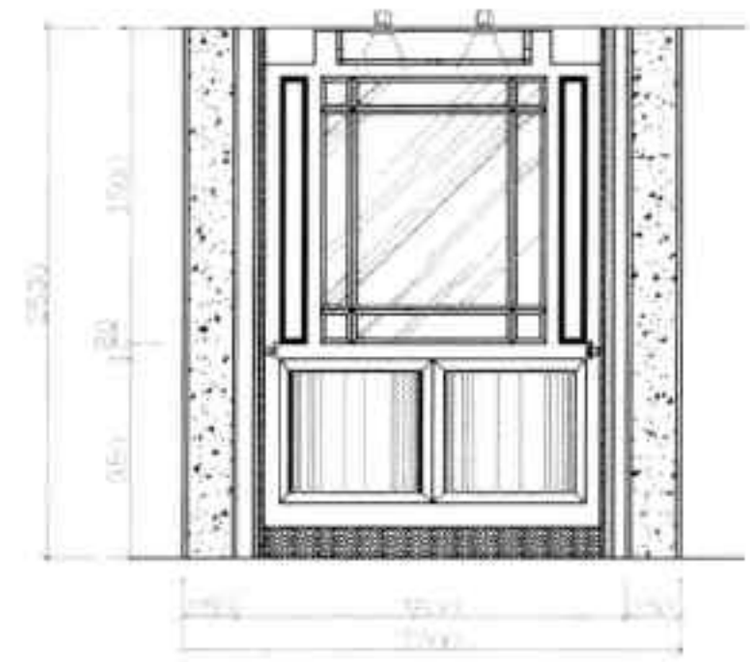

图9-88 完成剩余尺寸标注
Step12 执行“线性”和“连续”命令，捕捉电梯其他测量端点，完成标注操作，如图9-88所示。